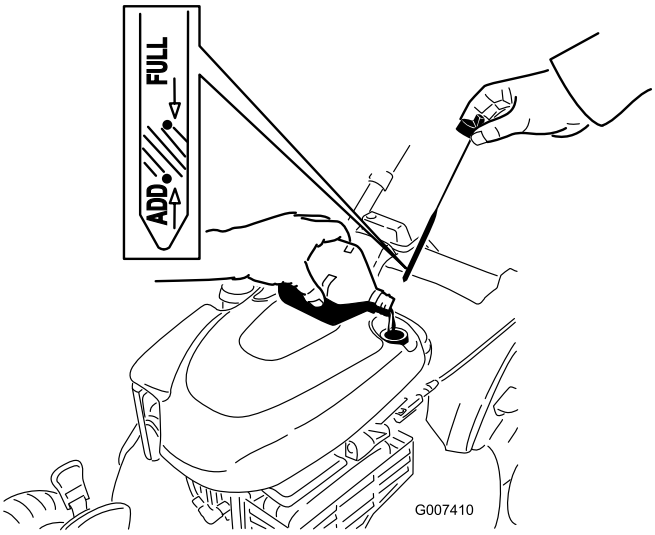

Bild 31
4. Füllen Sie das Öl **langsam** in den Einfüllstutzen ein, um den Ölstand auf die Marke **Voll** am Peilstab anzuheben (Bild 31). **Füllen Sie nicht zu viel ein.** (Max. Füllstand: 0,59 l des Typs: Waschaktives SAE 30-Öl mit der Klassifizierung SF, SG, SH, SJ, SL oder höher durch das American Petroleum Institute (API)).